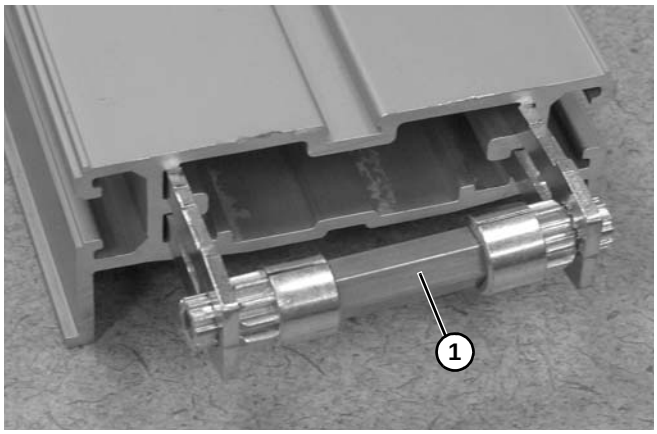

Figure 102
7. Replacer l'ensemble des pignons **(Figure 102, élément 1)** dans le châssis du convoyeur.